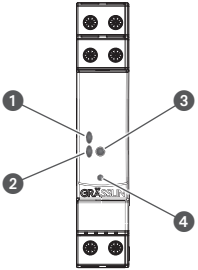

Fig. 2: Display and control elements
Function of buttons (Fig. 2 ❸ and ❹)